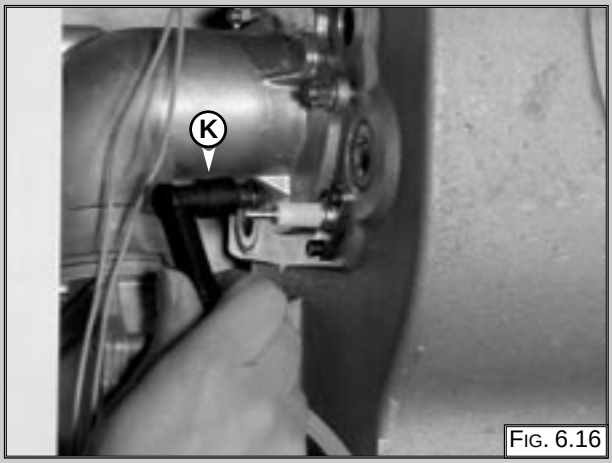

Fig. 6.16
1. Pull off the ignition cable “K” (Fig. 6.16);